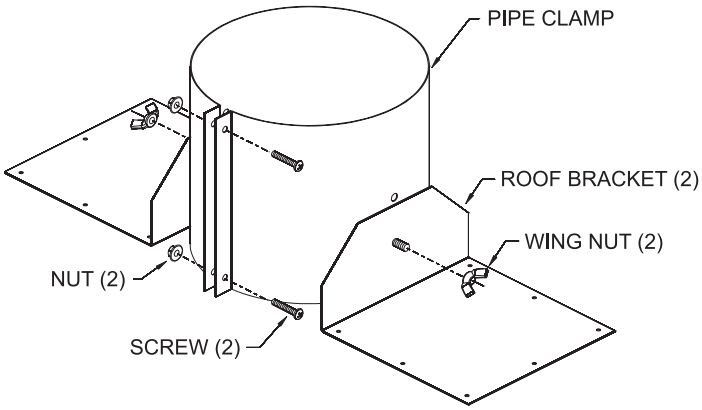

Figure 44
12. While the venting is still on the floor, assemble the roof jack components as shown in Figure 44 and pre-install the roof jack assembly to the hard pipe approximately 18” from the top end of the hard pipe.